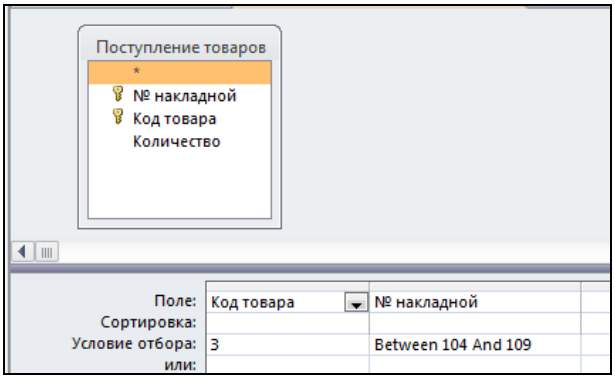

Рис. 2.57. Условие фильтрации
2. В диалоговом окне *Фильтр* задается условие фильтрации: *№ накладной* между 104 и 109 и *Код товара*, равный 3 (рис. 2.57). Операторы, используемые для записи условий, описаны в табл. 2.3.